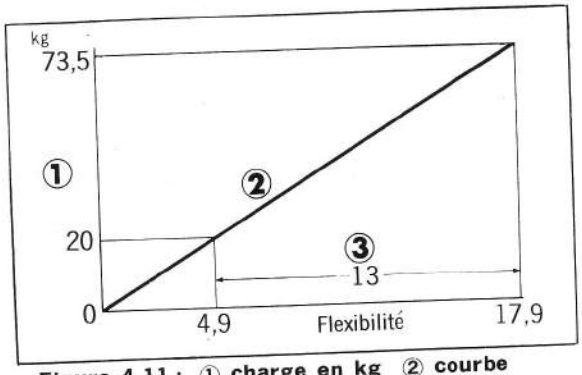

**Figure 4-11 : ① charge en kg ② courbe d'élasticité ③ flèche**
5. Courbe caractéristique de la suspension : voir figure 4-11.